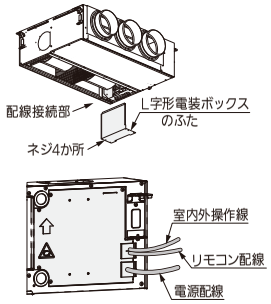

図15
- 吸込み側内部よりL字形電装ボックスのふたをはずしてください。（ネジ4か所）（図15）